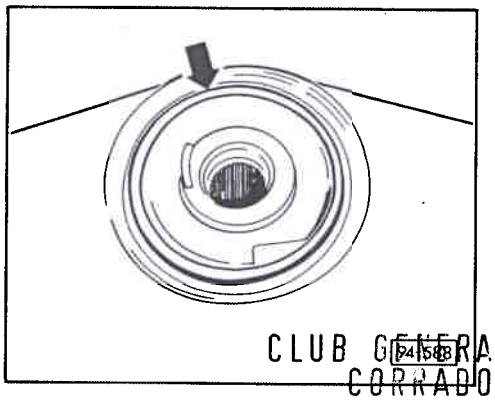

Fig. 3 Bague de contact de commande d'avertisseur sonore
- Enduire la bague de contact - fig. 3 - de graisse universelle.